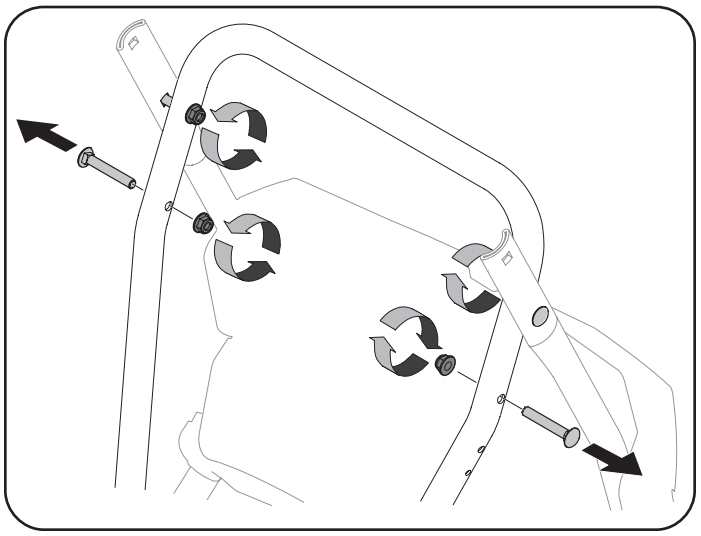
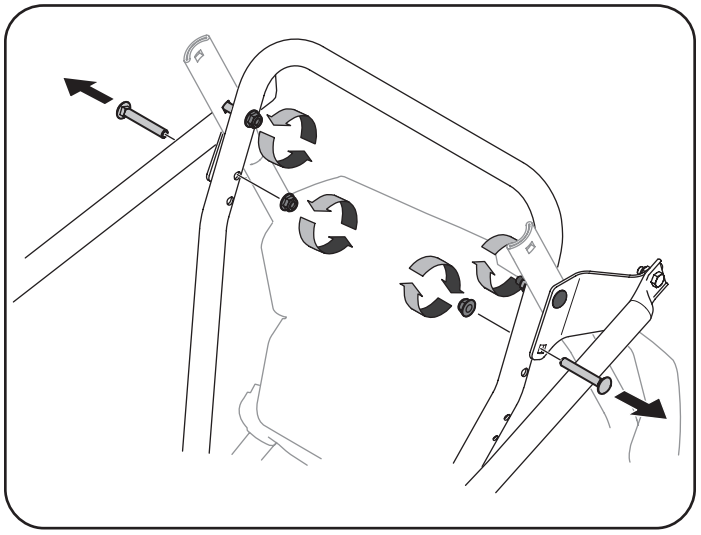

Figura 3
Figura 4
3. Afloje las dos tuercas superiores que fijan la manija superior e inferior y extraiga los dos tornillos del carro de la manija inferior y póngalos aparte como se muestra en la Figura 3 o Figura 4 para unidades con soportes laterales.